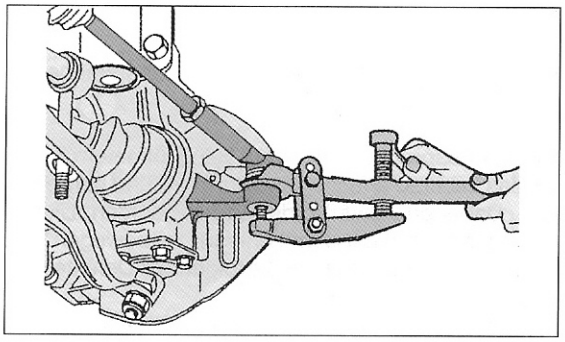

Bild 268
- Die Muttern der Spurstangenkugelgelenke entfernen und die Kugelgelenke mit einem geeigneten Abzieher (siehe Bild 268) von den Lenkhebeln abdrücken und die Spurstange nach oben ziehen.
- Die Mutter des Kugelbolzens des Spurstangengelenks abschrauben und die Gelenkverbindung in der in Bild 268 gezeigten Weise trennen.